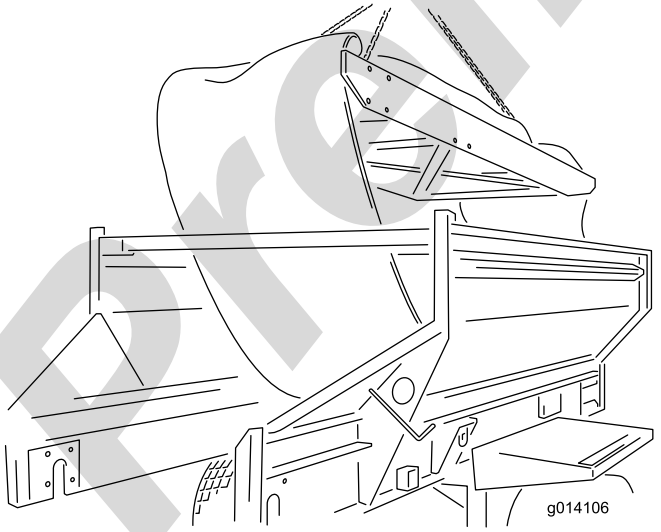

Rysunek 49
24. Zdejmij wkład, podnosząc go od górnej maszyny. Umieść go na ziemi (Rysunek 49).